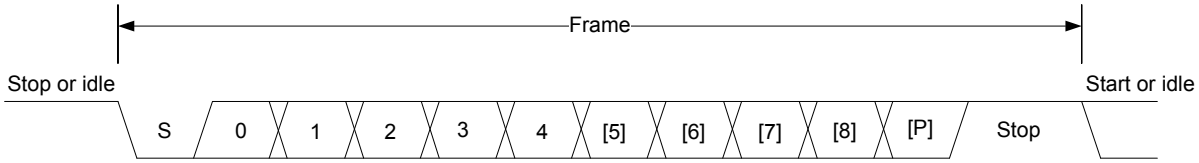

Figure 20.2. USART Asynchronous Frame Format
The frame format used in asynchronous mode consists of a set of data bits in addition to bits for synchronization and optionally a parity bit for error checking. A frame starts with one start-bit (S), where the line is driven low for one bit-period. This signals the start of a frame, and is used for synchronization. Following the start bit are 4 to 16 data bits and an optional parity bit. Finally, a number of stop-bits, where the line is driven high, end the frame. An example frame is shown in Figure 20.2 USART Asynchronous Frame Format on page 530.